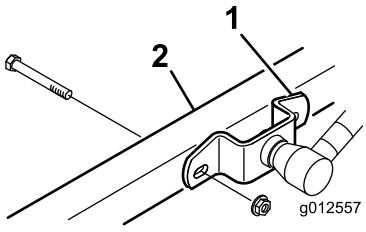

Figur 2
3. Senk klippeenheten og fjern de fire låseskruene og mutterne som fester løftearmsbrakettene til styrearmene (Figur 2).